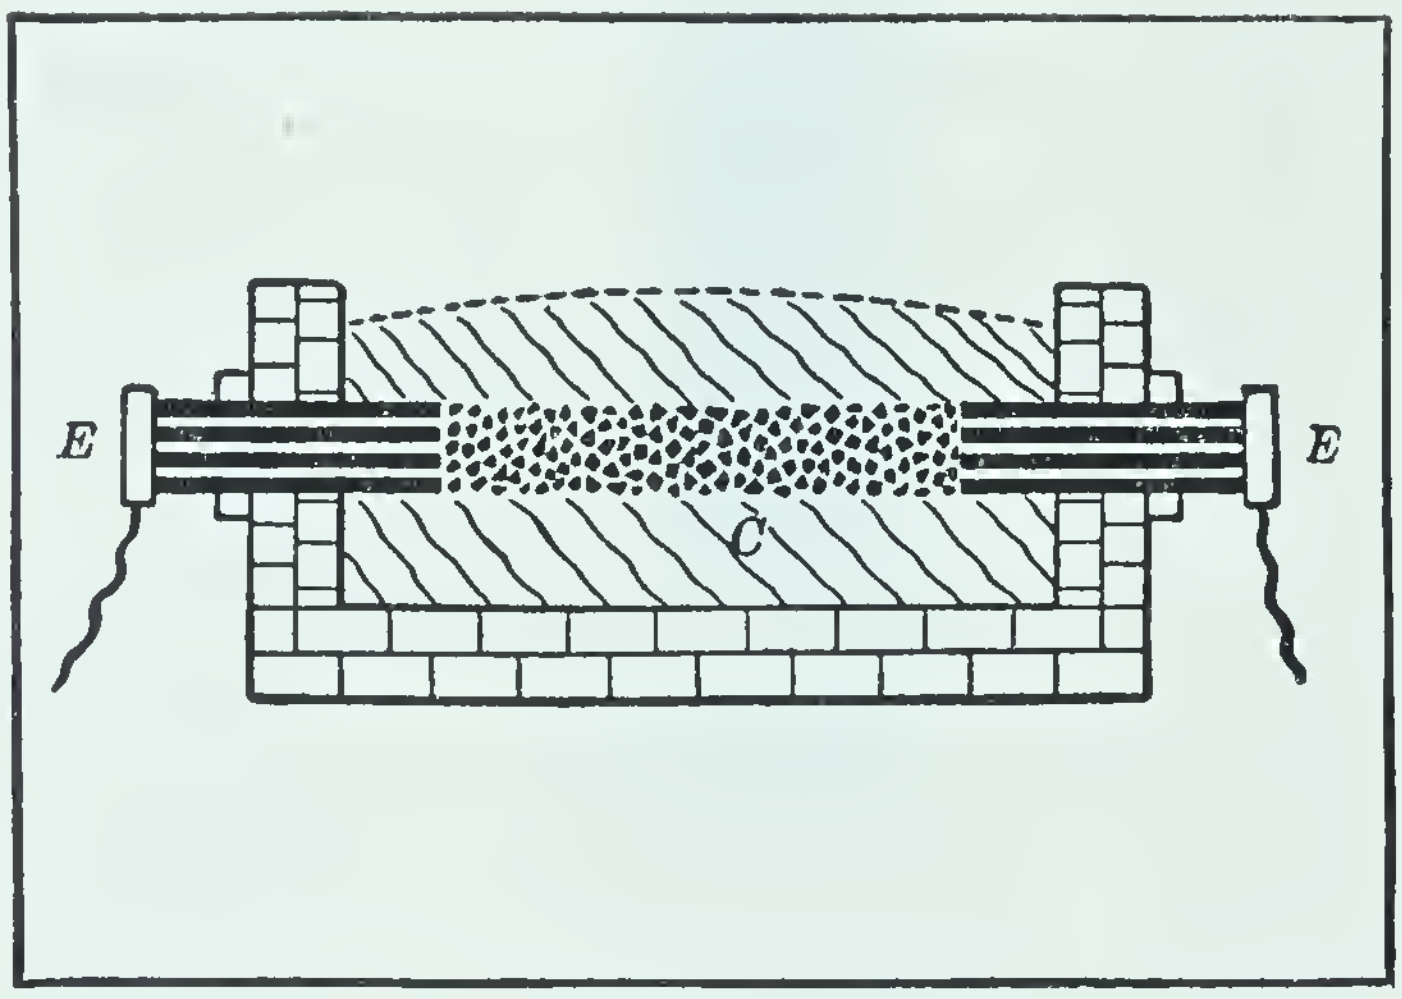

Fig. 333. An electric-resistance furnace
2. ***Resistance furnaces.*** In the other type of furnace the heat is generated by the resistance offered to the current in its passage through poorly conducting materials. In its simplest form it may be represented by Fig. 333. The material to be heated, *C*, is placed between the ends of the electrodes *E*, *E*. Such furnaces are used in the manufacture of graphite (p. 140) and similar materials.